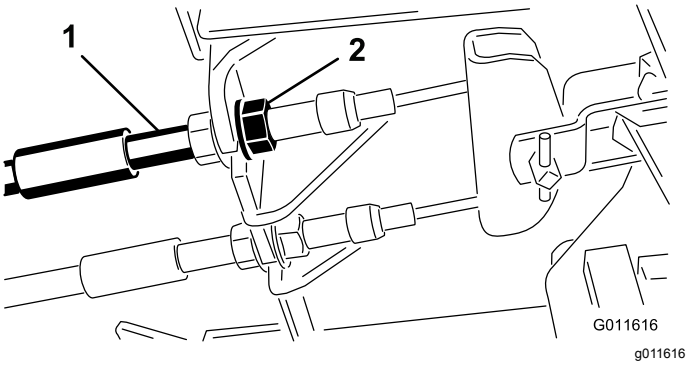

Figur 61
1. Tilspænd bremserne for at reducere bremsepedalernes frie vandring ved at løsne den forreste møtrik på bremsekablets gevindende (Figur 61).